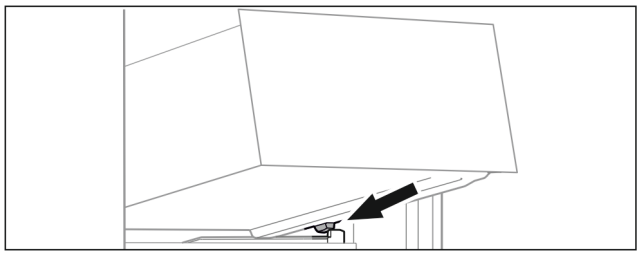

Fig. 135
- ▶ Așezați sertarul oblic în spatele opritoarelor pe nervura recipientului. (vezi Fig. 135)